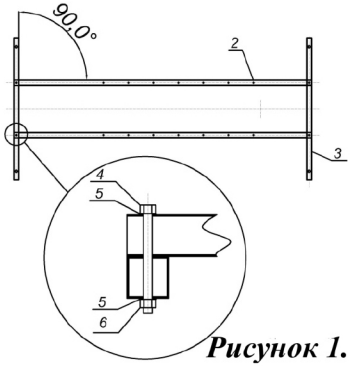

Рисунок 1.
Каркас (рисунок 1) представляет собой сборную конструкцию, состоящую из двух продольных (2) и двух поперечных (3) отрезков алюминиевой трубы 25х25х1,5, соединенных болтами М8х70.
1. Порядок сборки каркаса (рисунок 1)